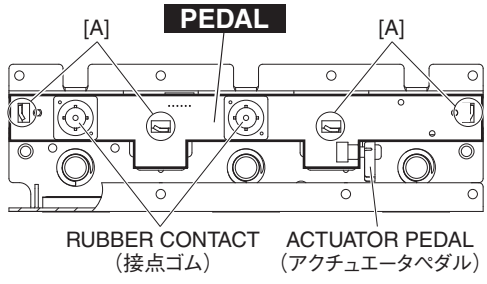

Fig. 16（図16）
21-6 Remove the two (2) rubber contacts (SOFT, SOSTENUTO) attached to the PEDAL circuit board. (Fig. 16)
21-7 Straighten the four (4) bent frame portions marked [A]. The PEDAL circuit board can then be removed. (Fig. 16)
21-8 Pull out the actuator pedal from the PEDAL circuit board. (Fig. 16)
21-6 PEDAL シートに取り付けられている接点ゴム(ソフト、ソステヌート）2 個を外します。(図 16)
21-7 ［A］のフレーム折り曲げ部（4 箇所）をペンチ等で真直ぐに戻して、PEDAL シートを外します。(図 16)
21-8 PEDAL シートより、アクチュエータペダルを引き抜きます。(図 16)